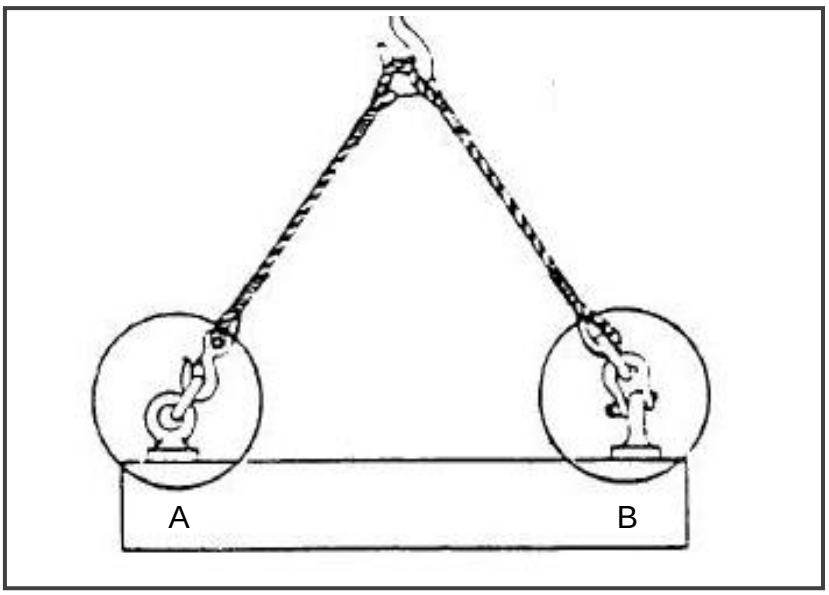

FIGURE 5
6.1 FIGURE 5 shows the correct and incorrect way of hooking a sling on an eye bolt to lift a load. Study the figure and answer the questions that follow.